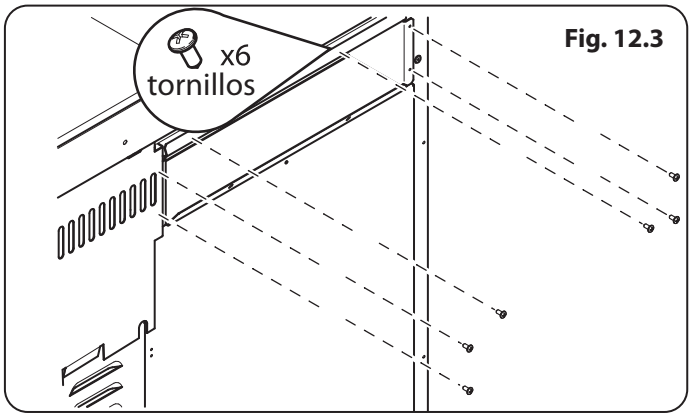

Fig. 12.3
1. Retire los seis tornillos donde la caja del ventilador de refrigeración se fijará **Fig. 12.3**.